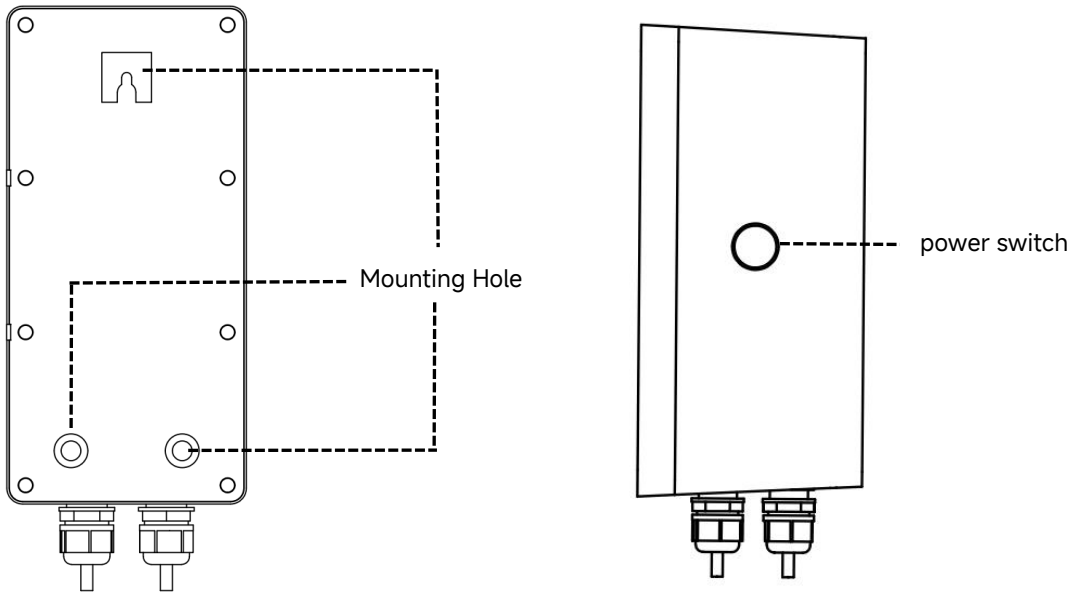

Figure 3 - Mounting Holes
2) Hold the box in place and use the three holes (FIG.3) to mark position on the mounting surface.